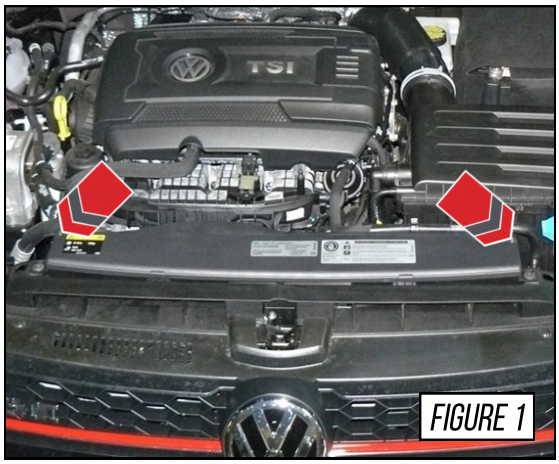

FIGURE 1
Remove the two (2) T-25 torx screws at arrows in **Figure 1** and remove the upper half of the plastic inlet duct.